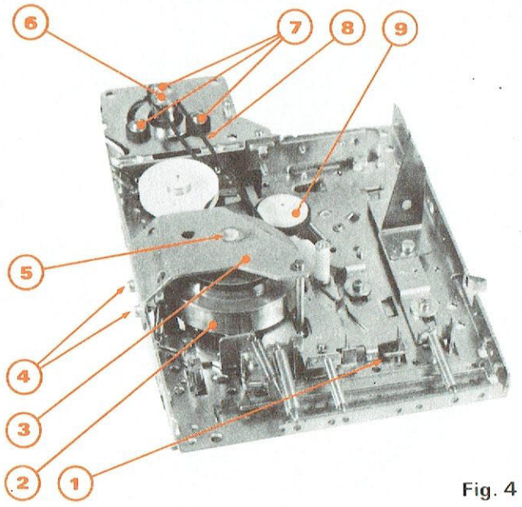

Fig. 4
Nota : Lors du remontage, l'extrémité inférieure du levier (5) de la touche «◄◄» doit être placé dans le trou oblong prévu à l'extrémité du coulisseau (1) de la figure 4.
f) Moteur (Fig. 4)
g) Volant (Fig. 4)
h) Remplacement des courroies d'entraînement du compteur et du moteur (Fig. 4)